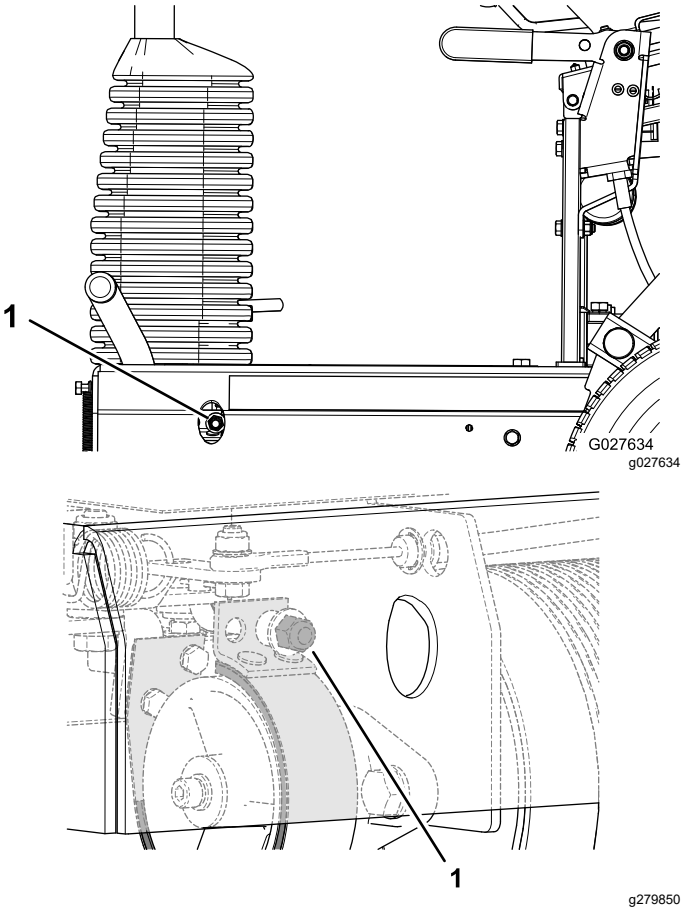

**Рисунок 34**
- Чтобы увеличить тормозное усилие, поверните контргайку тормоза по часовой стрелке (Рисунок 34).
- Чтобы уменьшить тормозное усилие, поверните контргайку тормоза против часовой стрелки (Рисунок 34).